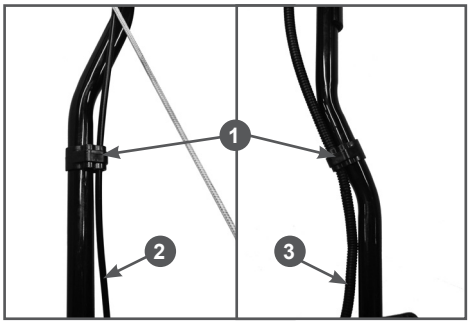

Рис. 8 Крепление троса и кабеля на рукоятке
9. Закрепите на рукоятке трос 2 рычага переключения положений рабочего валика и кабель 3 дополнительного выключателя зажигания при помощи имеющихся на рукоятке фиксаторов 1 (Рис. 8).